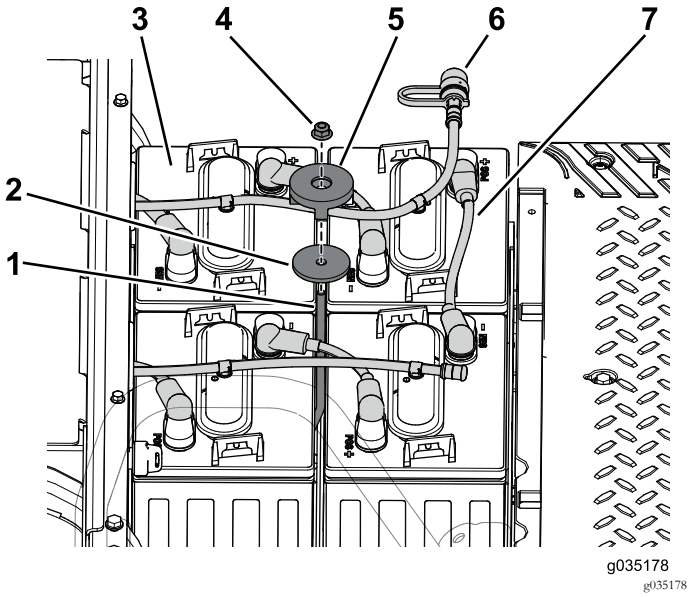

Figura 97
1. Montate le 4 batterie nel vassoio della batteria anteriore (Figura 97).
2. Utilizzate il tirante di fissaggio, la rondella, il dispositivo di tenuta e il dado di bloccaggio per fissare le batterie al relativo vassoio (Figura 97).
3. Collegate i cavi della batteria al morsetto positivo (+) delle batterie (Figura 97).
6. Montate l'alloggiamento per l'irrigazione sulle batterie (Figura 97).